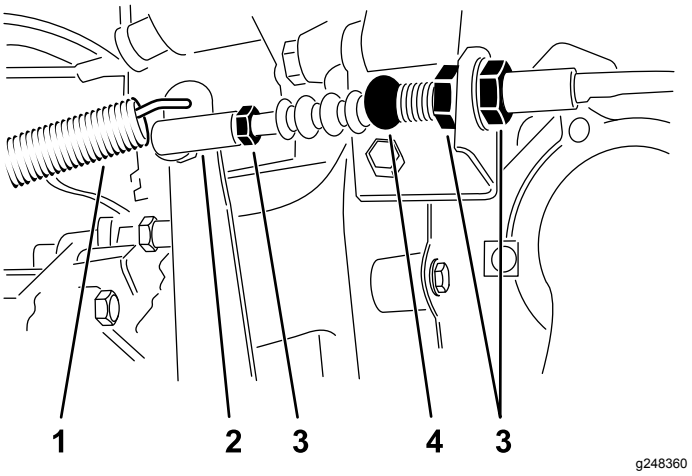

Figura 63
1. Allentate i controdadi che fissano il cavo della frizione alla staffa sul cappuccio del volano (Figura 63).